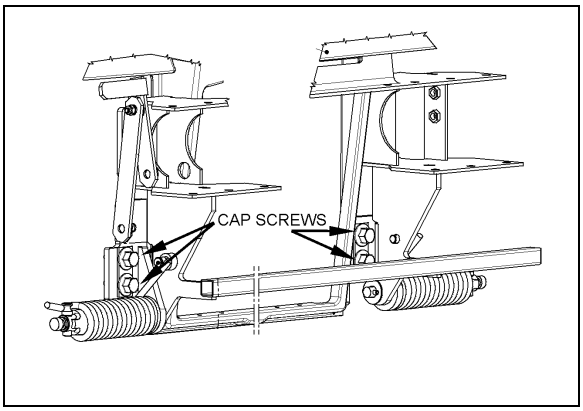

**FIGURE 19: FRONT BUMPER ASSEMBLY**
2. Remove 4 cap screws holding bumper to vehicle and remove bumper (Figure 19).
2. Remove the Allen button head screw and the washer retaining the rod end with bearing to the upper hinge. See figure 19.
3. Remove the Allen button head screw and the washer retaining the ball and socket rod to the upper hinge. See figure 19.